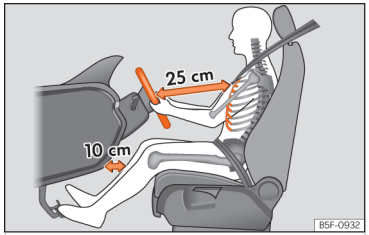

Abb. 16 Der richtige Abstand des Fahrers zum Lenkrad muss mindestens 25 cm (10 Zoll) betragen.
- Lenkrad so einstellen, dass der Abstand zwischen Lenkrad und Brustbein mindestens 25 cm (10 Zoll) beträgt ››› (Abb. 16) und das Lenkrad mit beiden Händen und leicht gebeugten Armen seitlich am äußeren Rand festgehalten werden kann.